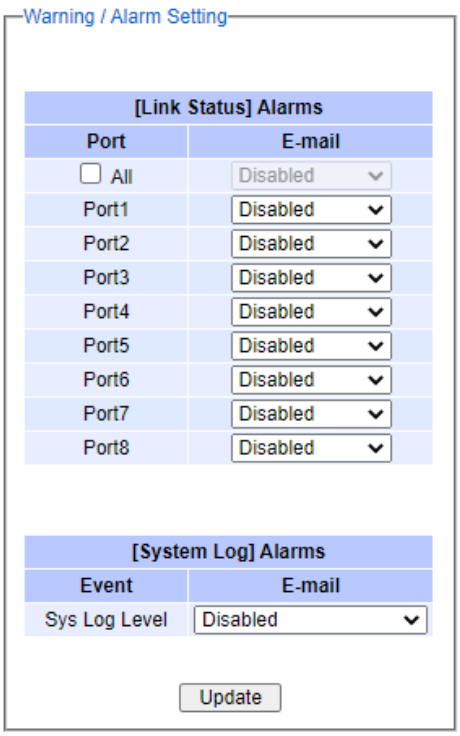
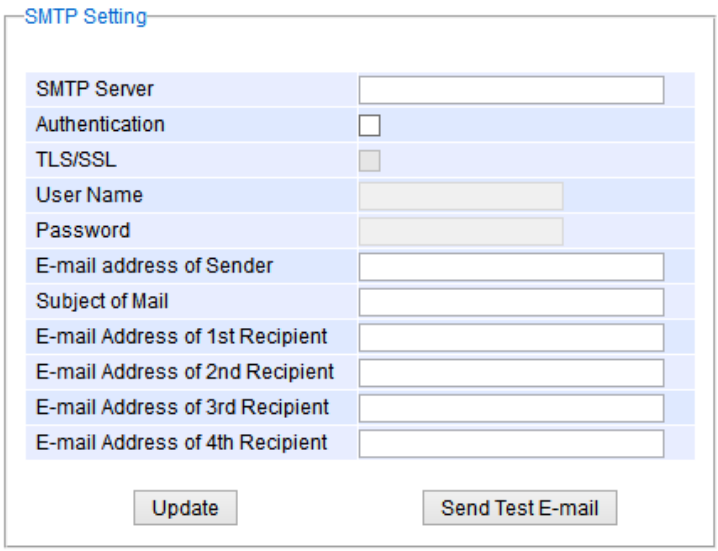

Figure 2.47 Webpage of Warning Event Selection
Figure 2.48 SMTP Setting Webpage
There are two different types of Warning or Alarm: Link Status Alarms and System Log Alarms as shown in Figure 2.47. The Link Status Alarms are related to the activities of particular port(s). System Log Alarms are related to the overall functionalities of the switch. This webpage allows the users to configure how each type of the alarm events will be sent alarm mail to users. After finish configuring the alarms, please click the **Update** button.
Simple **M**ail **T**ransfer **P**rotocol (**SMTP**) is an internet standard for email transmission across IP networks. In case any warning events occur as configured in Section 2.12.1.1, the system can send an alarm message to users by e-mail. Here, the users will be allowed to modify E-mail-related settings for sending the system alarms (Link Status and System Log), as shown in Figure 2.48.
2. On the PC with Windows Operating System, set the new IPv4 address for Ethernet Interface as 192.168.195.253 and Subnet Mask as 255.255.255.0 by going to the Internet Protocol Version 4 (TCP/IPv4) Properties. Note on Windows 10 OS, please select Settings → Network & Internet → Ethernet → Change adapter options. On previous version of Windows OS, go to Control Panel → Network and Internet → Network Connections. Then select the Ethernet icon as depicted in and right click on it and then select the Properties. A new window for Ethernet Properties will pop-up as shown in Figure 2.46. Next select **Internet Protocol Version 4 (TCP/IPv4)** from the list of items. Then click on the **Properties** button to bring up another pop-up window as shown in Figure 2.47. Fill in the information as shown in Figure 2.48. Note that you will also need to temporary disable the Windows Defender Firewall (or any other firewall software on the PC) to allow the tftp connection between the PC and the EHG2408 switch. Alternatively, you may allow only the TFTP Server apps to communicate through Windows Firewall. On Windows 10, you can disable the firewall by going through Settings → Windows Security → Firewall & network protection.